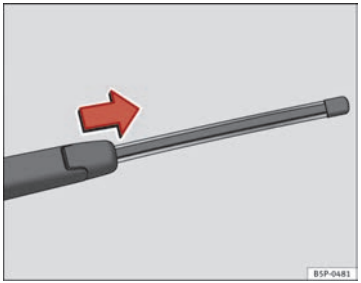

Fig. 141 Removing the rear window wiper blade
– Lift the wiper arm away from the glass ⇒ Fig. 141.
– Slide the blade adapter in the direction of the arrow and remove the blade ⇒ Fig. 141.